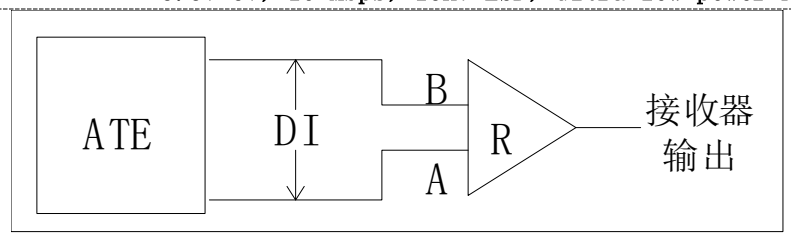

Figure 4 Receiver propagation delay test circuit
(4) Test circuitry is shown in Figure 4